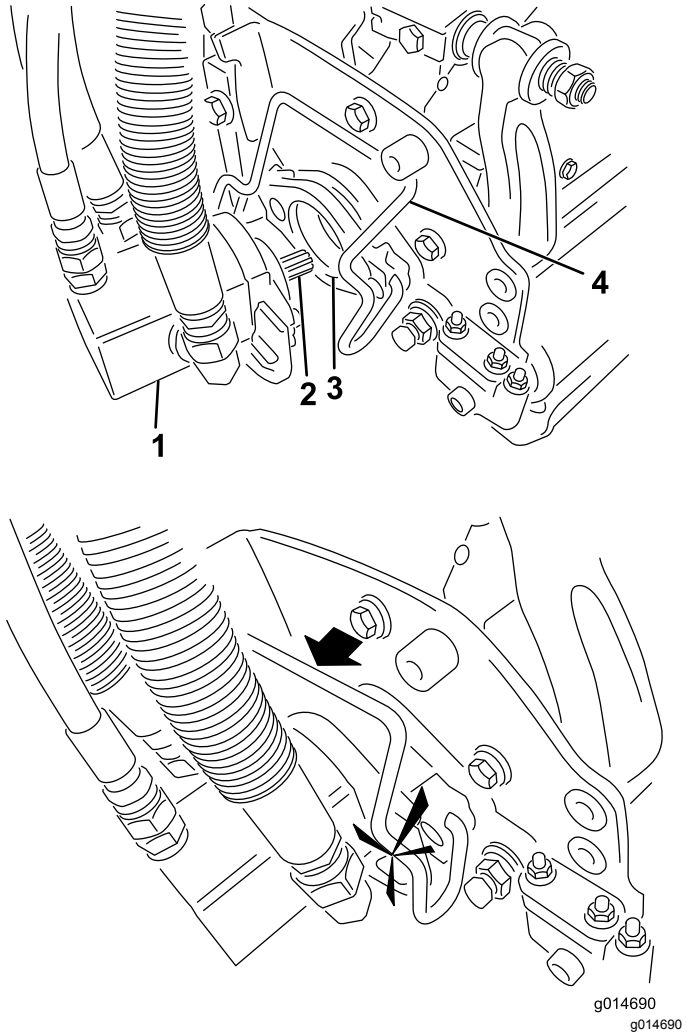

Figuur 47
5. Smeer schoon vet op de sleufas van de motor van het maaidek (Figuur 47).
6. Steek de motor in de linkerkant van het maaidek (gezien vanuit de bestuurdersstoel) en trek de motorbevestigingsstang op het maaidek in de richting van de motor totdat u aan beide kanten een klik hoort (Figuur 47).